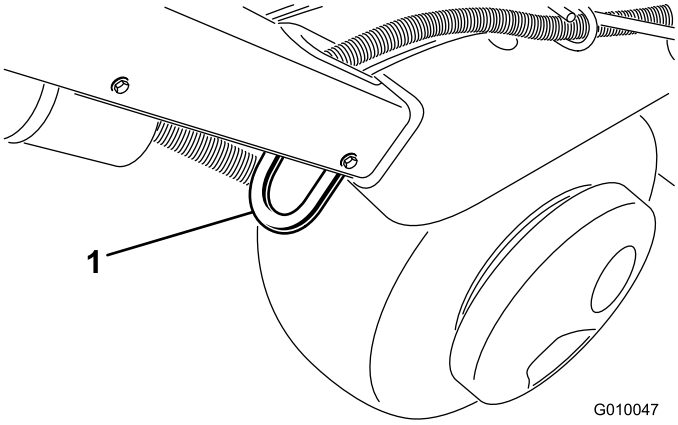
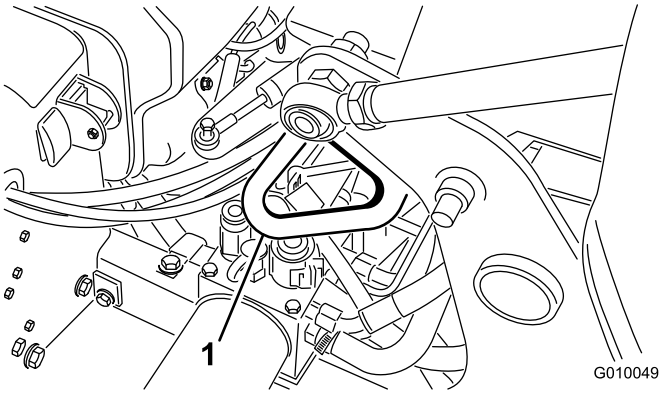

Figur 32
Figur 34
3. Fest luftemaskinens bindepunkter godt (Figur 32 til Figur 34) til tilhengeren eller lasebilen med stropper, kjetting eller tau.